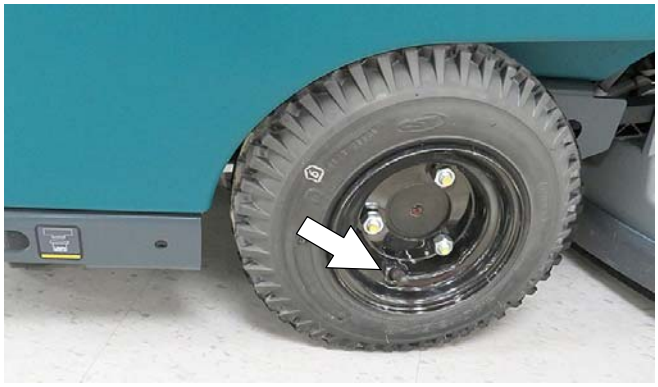

FIG. 123
4. Check tire pressure if equipped with the pneumatic (air-filled) tires (Figure 123). The proper tire pressure is 60 to 65 psi (415 to 450 kPA).